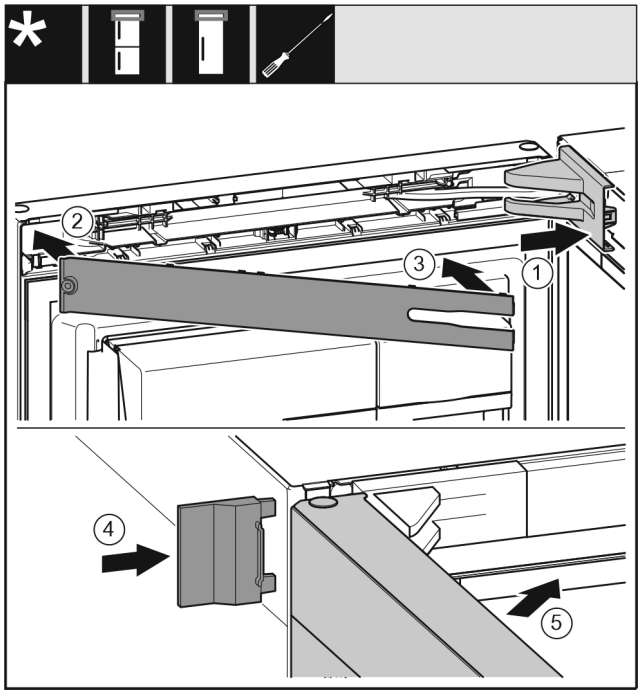

Fig. 73
- ▶ Așezați capacul suportului de lagăr *Fig. 73 (1)* și fixați în poziție, după caz, despărțiți cu precauție prin apăsare.
- ▶ Aplicați masca *Fig. 73 (2)*.
- ▶ Pivotați spre interior placa *Fig. 73 (3)* și fixați-o în poziție.
- ▶ Montați capacul exterior *Fig. 73 (4)*.
- ▶ Închideți ușa superioară *Fig. 73 (5)*.